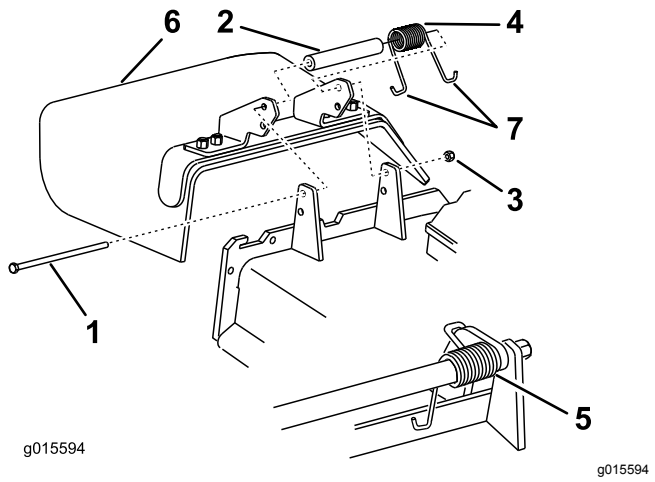

Figur 88
1. Ta bort låsmuttern, skruven, fjädern och distansbrickan som håller fast gräsriktaren på tappfästena (Figur 88).
Obs: Kontrollera att den ena av fjäderns **J**-formade ändar sitter bakom däckkanten innan du monterar skruven enligt Figur 88.
6. Placera fjäderns 1 **J** krokformade ände runt gräsriktaren (Figur 88).